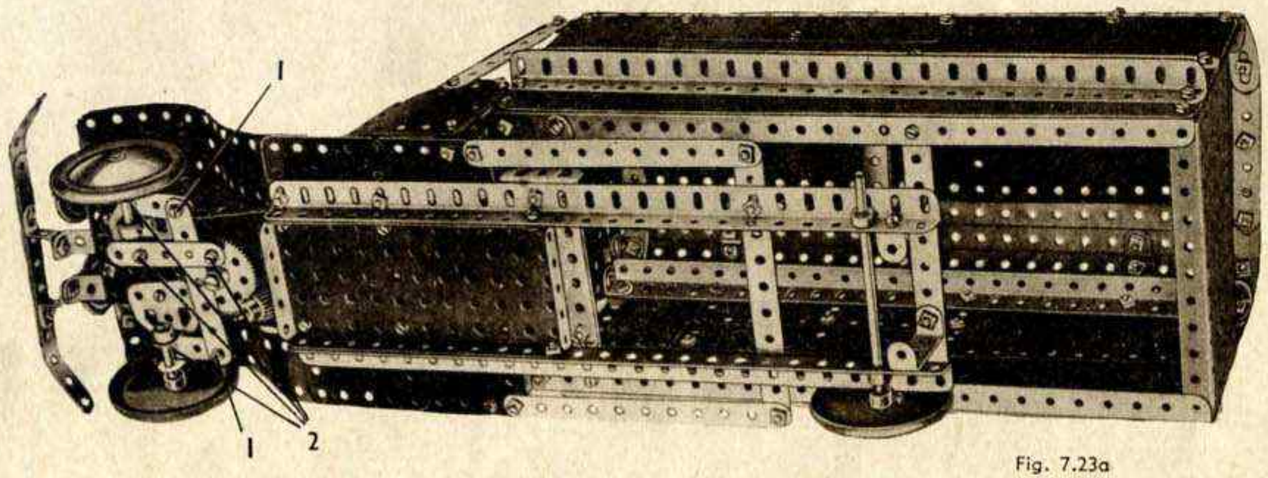

Fig. 7.23a
La Fig. 7.23a représente le mécanisme de direction. Le boulon supérieur de 9 mm. formant le pivot du volant porte une bande de 3 trous, un support double et une seconde bande de 3 trous placée perpendiculairement. Toutes ces pièces sont bloquées sur le boulon par un écrou, et le boulon est passé à travers une embase triangulée plate, puis muni de contre-écrous. Le boulon inférieur de 9 mm. porte une bande de 3 trous et un support double. Une bande de 7 trous est fixée par des boulons à contre-écrous (1) aux bandes de 3 trous.